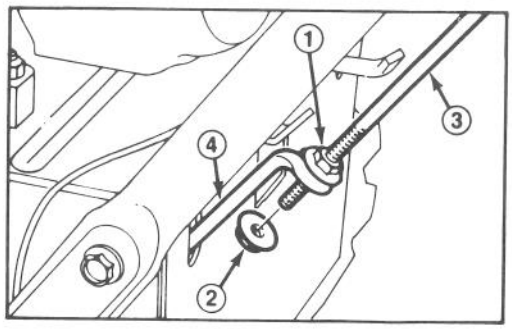
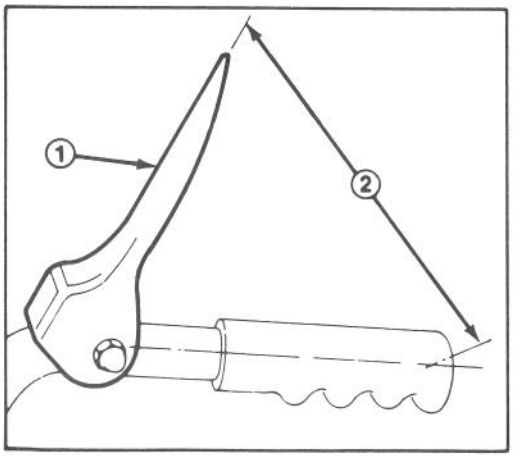

Abbildung 26
Abbildung 27
1. Muttern, die das obere Antriebsgestänge auf dem unteren festhalten, lösen (Abb. 26).
2. Obere Kontermutter einstellen (Abb. 26) bis der Abstand zwischen der Mitte des Griffholms und dem oberen Teil des Antriebshebels ca. 13 cm beträgt (Abb. 27).